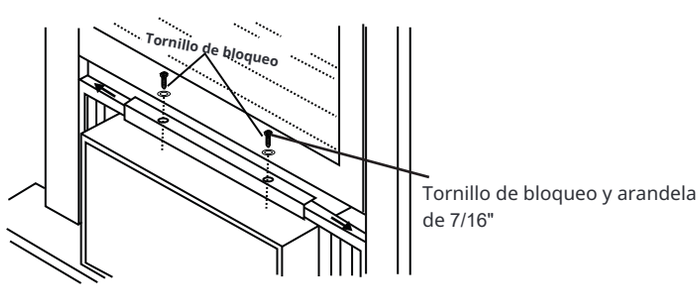

Fig.17
2. Extienda los paneles para llenar completamente la abertura de la ventana. Apriete los tornillos de bloqueo en la parte superior (Fig.17).